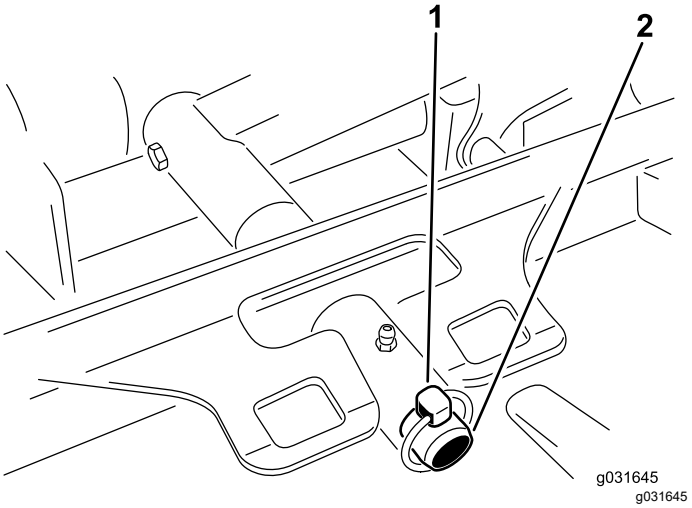

Figur 69
3. Ta bort den hjulsprint eller fästmutter som fäster klippenhetens bärram vid lyftarmens svängtapp (Figur 69).
3. Skjut på klippenhetens bärram på lyftarmens svängtapp och fäst den med hjulsprinten eller fästmuttern (Figur 69).